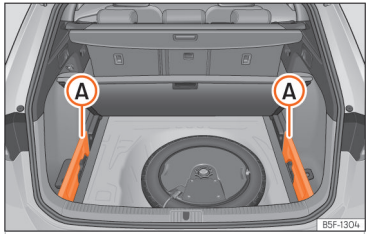

Abb. 185 Im Gepäckraum: Aufnahme zum Verstauen der aufrollbaren Abdeckung.
- Entfernen Sie die Abdeckungen links und rechts ››› (Abb. 185) Ⓐ.